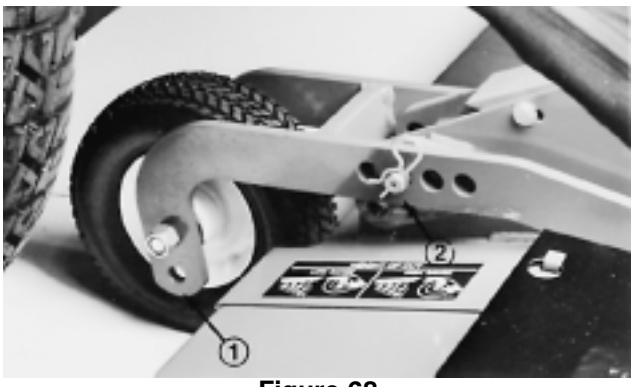

Figure 68
1. Adjust cutting unit to highest height–of–cut. Position castor wheel axles in lower castor fork holes (Fig. 68, 69). If checking front cutting unit, reposition two rear castor's clevis pins to highest height–of–cut setting (Fig. 68). On the front castors, move all castor spacers to the underside of the castor arms (Fig. 68). To check outboard units, move all castor shaft spacers to the underside of the castor arms and castor wheel axles to lower castor fork holes.